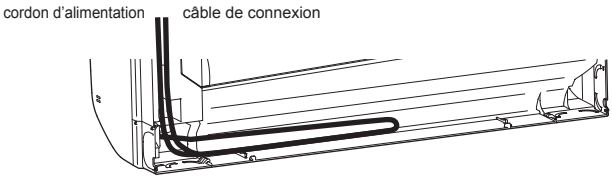

Fig. 13
13) Acheminez le câble raccordé au CN105 et le cordon d'alimentation à l'arrière de l'appareil intérieur. (Fig. 13)